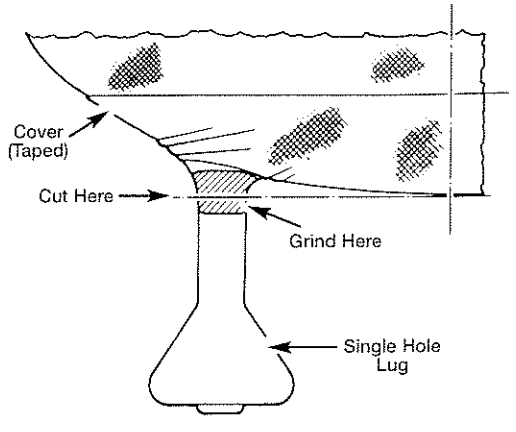

Figure 12: Grinding and Cutting Locations on Cover
1. Grind off glass if it extends beyond edge of cover onto lug areas (see Figure 12). A pencil grinder with 1/16 to 1/8 inch wide wheel is recommended for this purpose to help prevent back-chipping glass into gasket area of cover.
4. Mark lugs for cutoff. Use a straight edge to draw a line on both lugs tangent to the cover at the center line (see Figure 12).